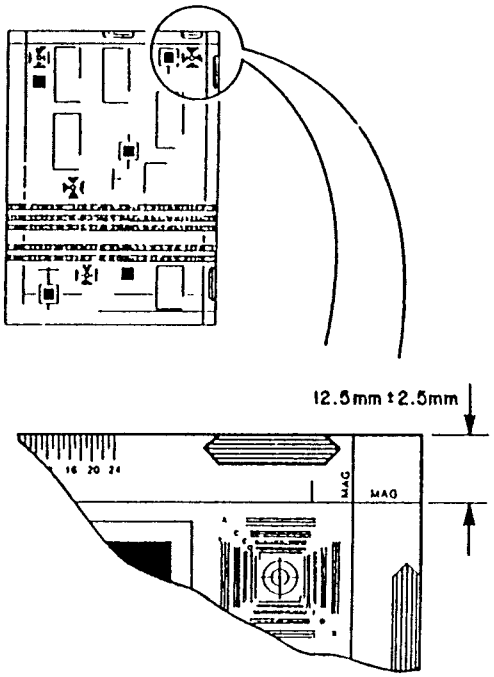

Рис. 1. Проверка регистрации верхней кромки в дуплексном автоподатчике оригиналов DADF
1. Проверьте, что регистрация верхней кромки в дуплексном автоподатчике оригиналов DADF соответствует требованиям технических условий (смотрите Рис. 1).